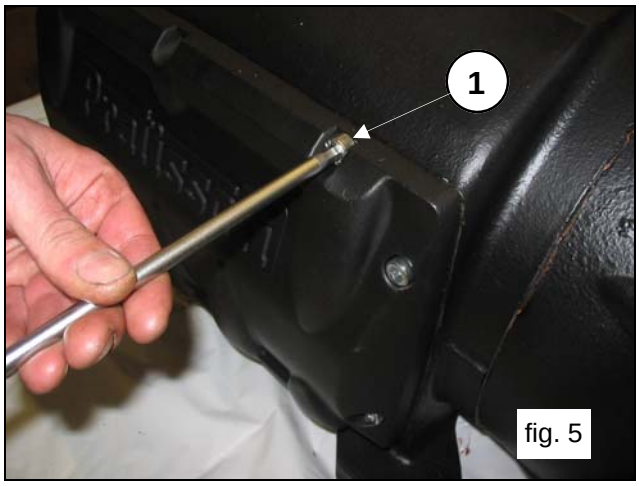

fig. 5
Disassemble the crankcase cover by unfastening the relevant screws (pos.①, fig.5).